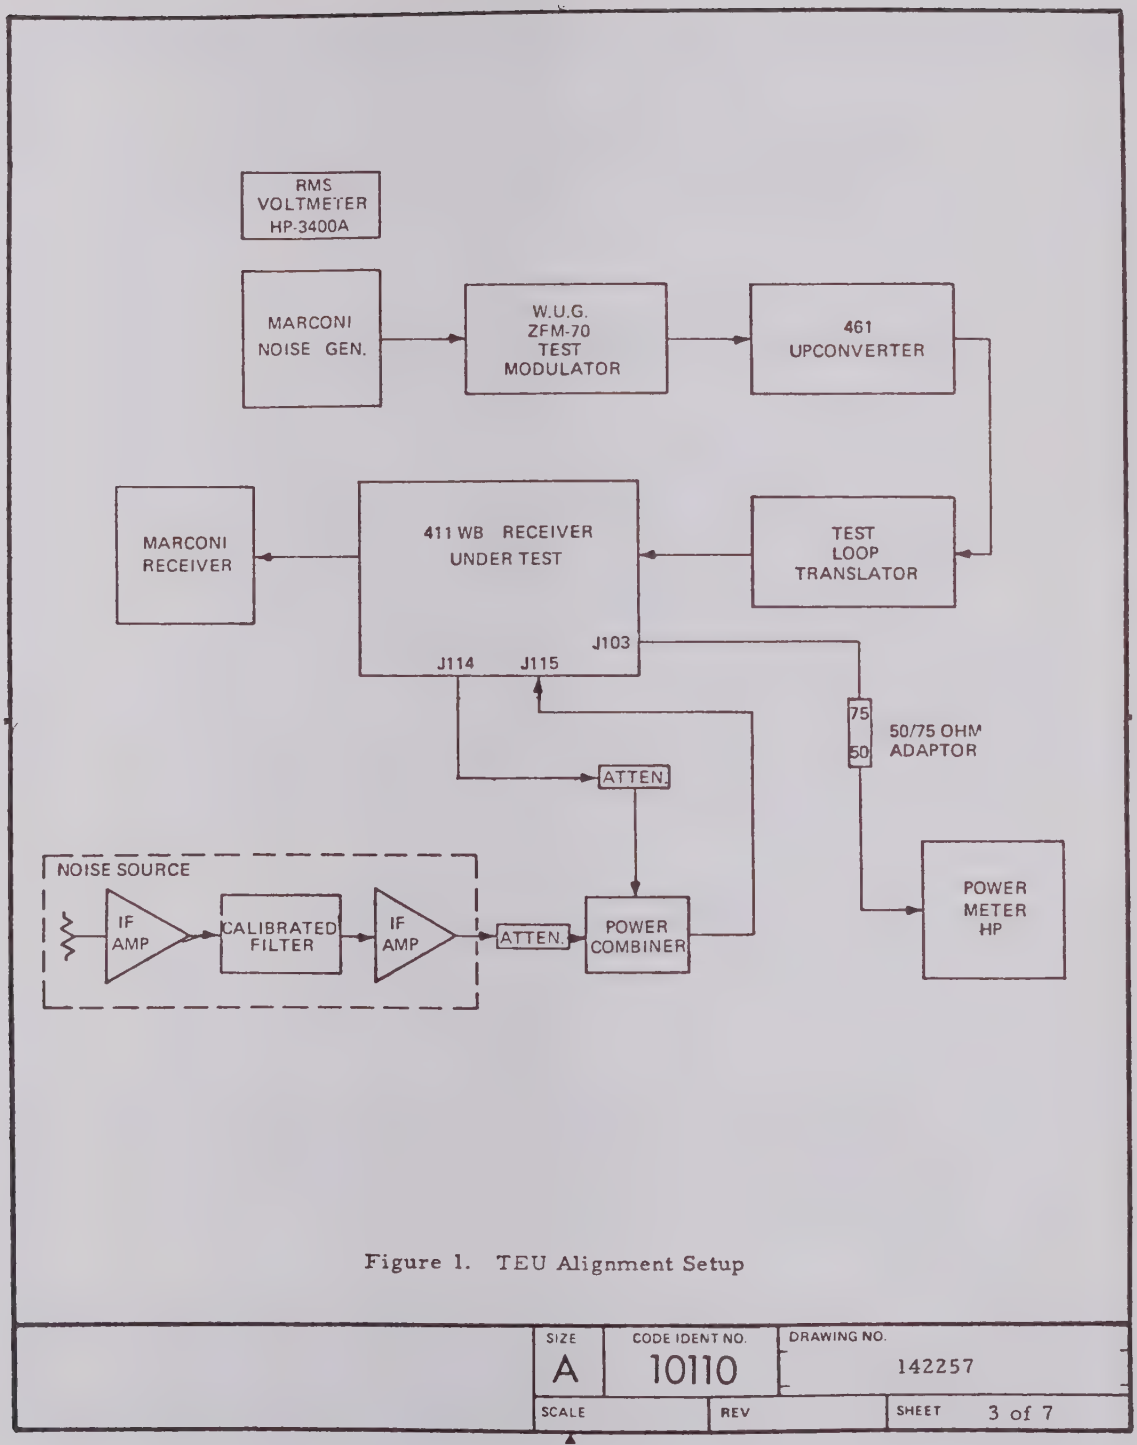

Figure 1. TEU Alignment Setup
b. Set up equipment as shown in figure 1.